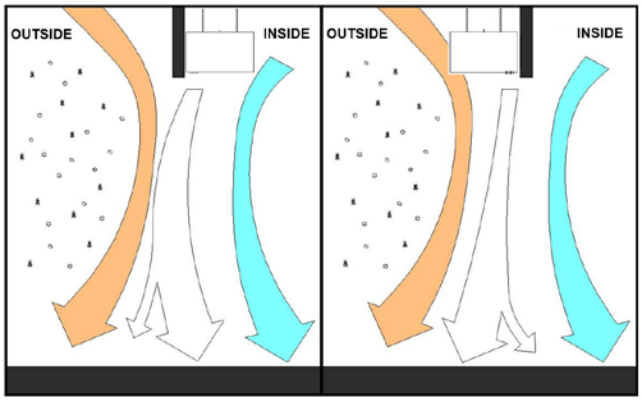

FIG. 4
H. Regardless of whether the product is mounted on the inside or outside of the door opening, set the air directional vanes in the discharge nozzle slightly outward to approximately 10-15° towards the outside, or the wind load. (FIG. 4).